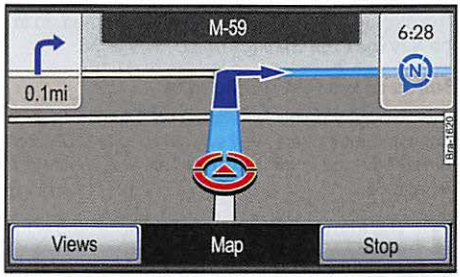

Fig. 63 Map view during active route guidance with overlaid functional areas.
After starting route guidance, the device automatically switches to map view ⇒fig. 63.
The symbol shows the vehicle location and driving direction ⇒fig. 63. If the vehicle location indicator gets stuck and the map view appears to "freeze", the current vehicle location cannot be determined, e.g., in parking garages.
- Briefly press to the right or left in the bottom line of the screen to display the function buttons again ⇒fig. 63.
- Press the Extras function button ⇒fig. 63.